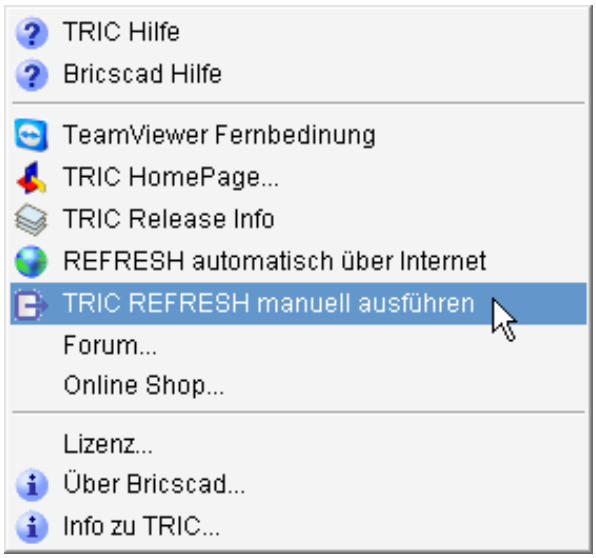

Bild 2.7 – *Hilfe, TRIC REFRESH manuell ausführen*
- Nun starten Sie TRIC in der aktuell installierten Version. Nach der Anmeldung öffnen Sie am Besten ein Projekt und eine Zeichnung. Im Pulldown-Menü klicken Sie auf *Hilfe*. Dort wählen Sie die Option *Refresh manuell ausführen* (Abb. 2.7).